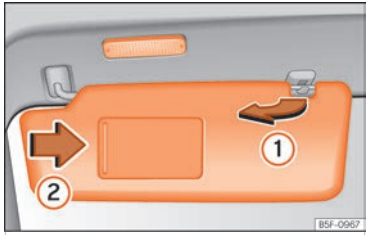

Fig. 91 Sun visor
- The sun visor can be pulled out of its mounting and turned towards the door ››› Fig. 91 ①.